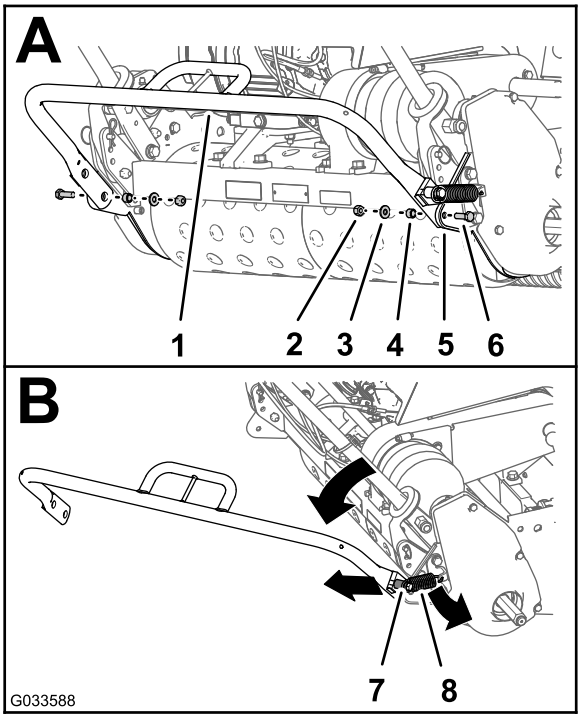

Figur 2
1. Med støtten opp, fjern låsemutteren, skiven, avstandsstykket og skrue (5/16 x 1 tomme) som fester hver side av støtten til sideplatene (A av Figur 2).
2. Fjern fjæren fra fjærposten (1 tomme) på støtten (B av Figur 2).